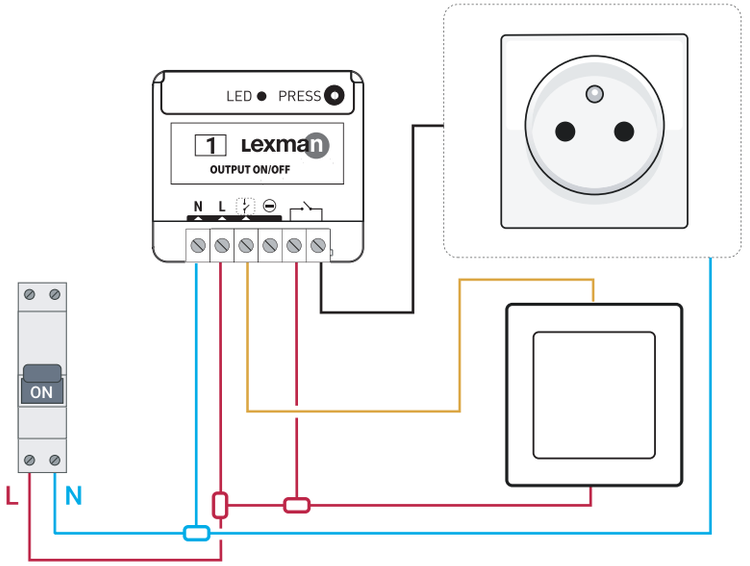

Rys. 3
3. **Podłączyć odbiornik ON/OFF zgodnie z rysunkiem (Rys. 3).**